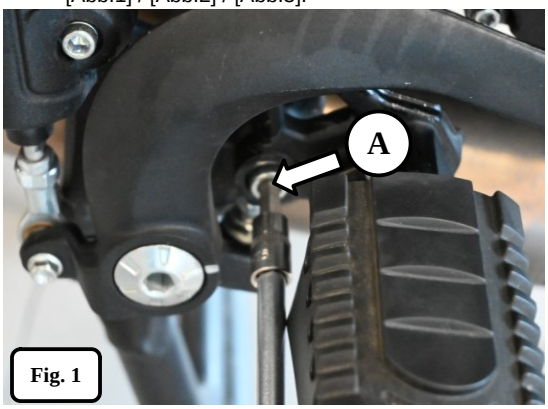
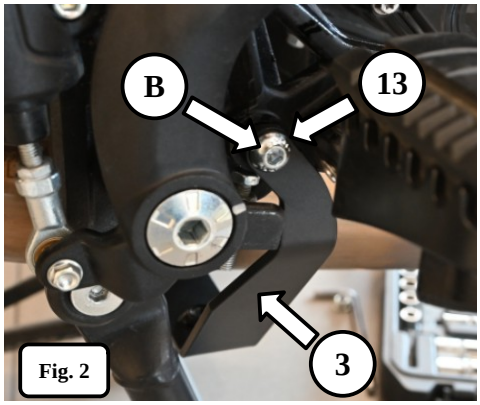
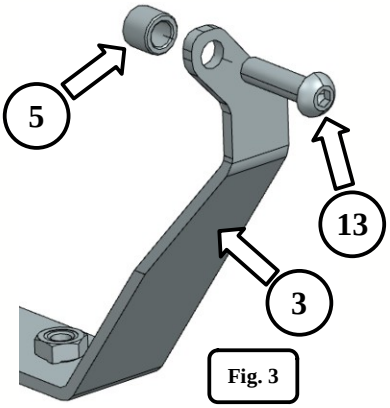

Fig. 1
Fig. 2
Fig. 3
ENG 1.(A) Loosen the screw.(B) Screw the rear mount (3) , with the screw (13) the spacer (5) [Fig.1] / [Fig.2] / [Fig.3].
PL 1. (A) Odkręć śrubę.(B) Przykręć mocowanie tylne (3) , śrubą (13) tulejkę dystansową (5) [Fig.1] / [Fig.2] / [Fig.3]
DE 1.(A) Drehen Sie die Schraube heraus.(B) Befestigen Sie die hintere Befestigung (3) mit der Schraube (13) durch die Abstandsbuchse (5) [Abb.1] / [Abb.2] / [Abb.3].